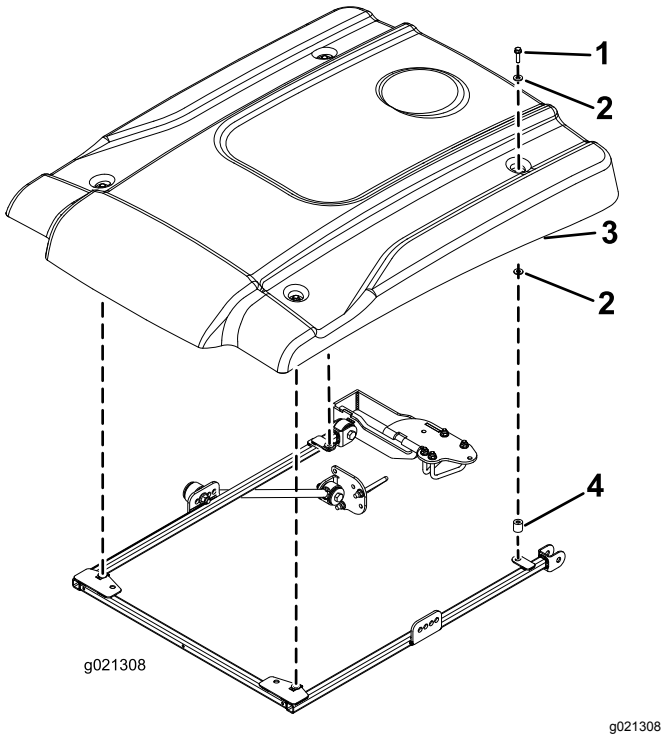

Bild 23
16. Positionieren Sie das Sonnendach beim Ausfluchten der Befestigungslöcher am Rahmen wie in Bild 23 abgebildet.
17. Befestigen Sie jede Ecke des Sonnendachs mit einer Bundkopfschraube (5/16" x 2¼"), zwei kleinen Scheiben und einem Distanzstück lose am Rahmen (Bild 23). Legen Sie eine Scheibe an jeder Seite der Gummidichtung des Sonnendachs auf. Setzen Sie die Distanzstücke zwischen die untere kleine Scheibe und den Rahmen.